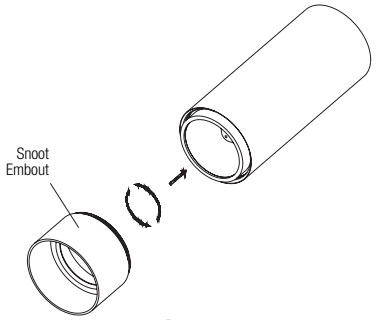
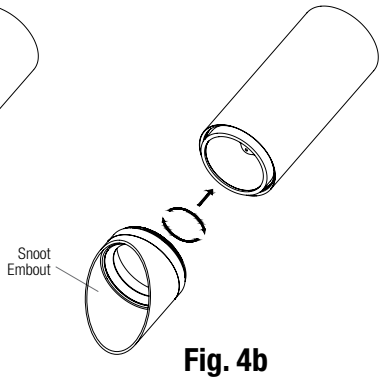

Fig. 3b
Fig. 4b
2. Screw the optional snoot in (Fig. 3b, Fig. 4b).
2. Visser l'embout optionnel vers l'intérieur (Fig. 3b, Fig. 4b).